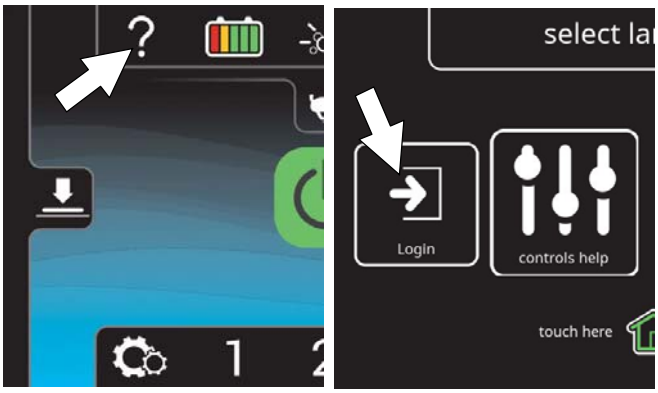

FIG. 185
2. Press the help button and log into the machine as supervisor mode (Figure 185). *See Entering the Supervisor Mode.*